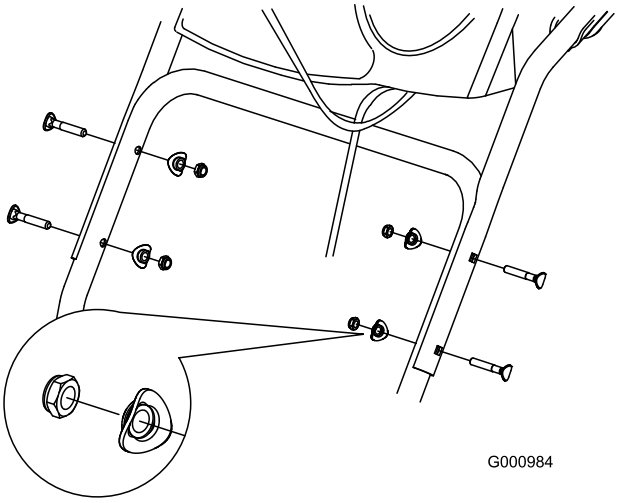

Rysunek 4
2. Zamocuj górny uchwyt za pomocą 4 śrub, 4 podkładek wygiętych i 4 nakrętek zabezpieczających, które znajdują się w woreczku z częściami (Rysunek 4).